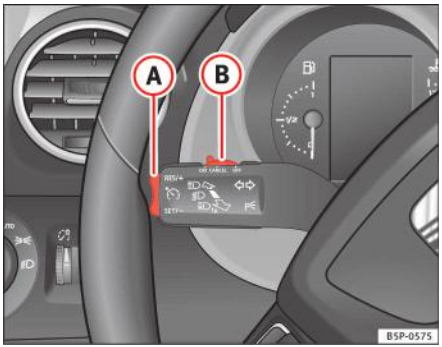

Fig. 149 Maneta pentru semnalizarea direcției şi faza lungă: comutatorul şi comutatorul basculant pentru tempomat
– Împingeți comutatorul ⇒ fig. 149 (B) spre stânga în poziția **ON** (activat).